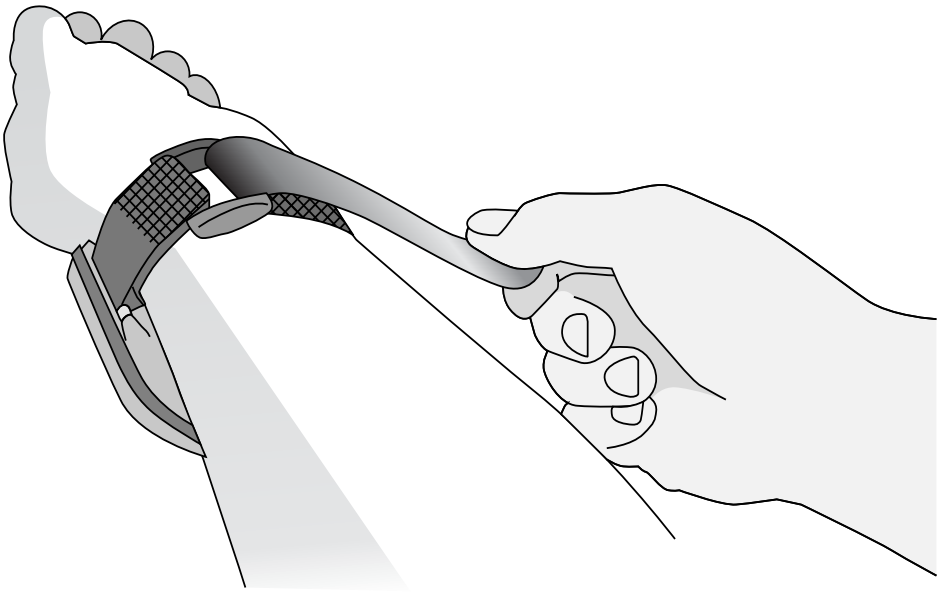
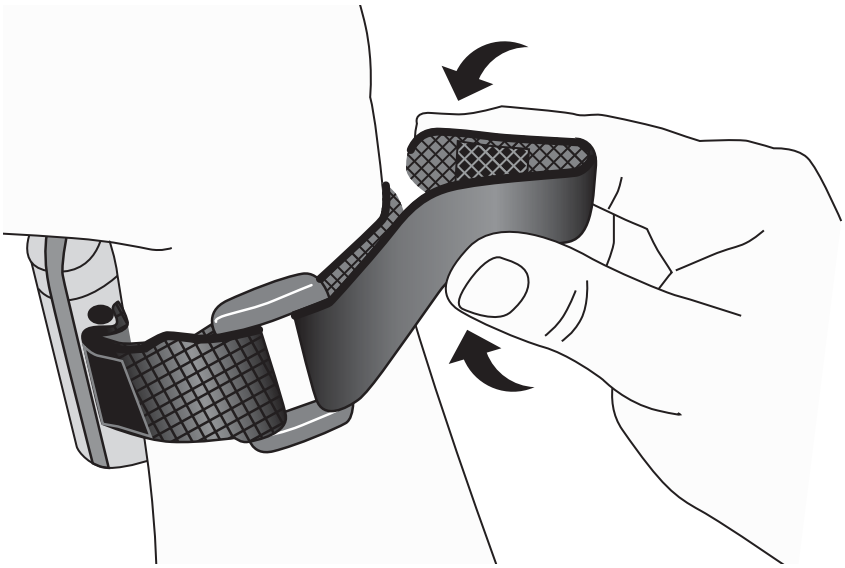
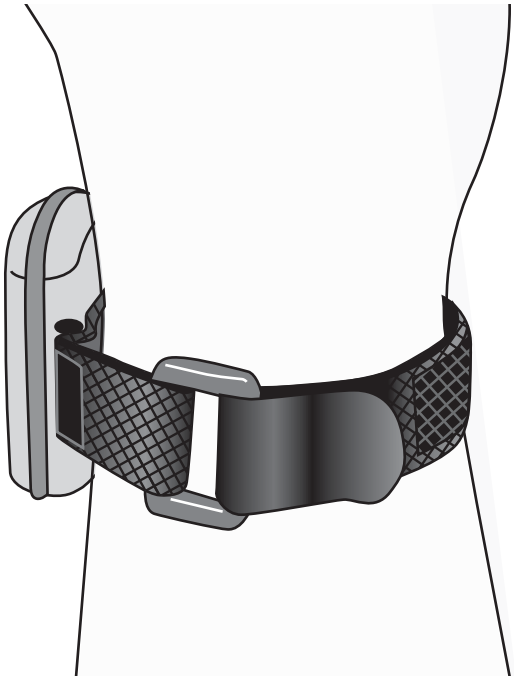

Figura 14: Allacciare il cinturino
Figura 15: Uso del fermo rettangolare
Figura 16: Uso del fermo quadrato
4. Ripiegare il cinturino all'indietro, sopra l'anello di plastica (figura 14) e applicare il fermo al cinturino (figura 15 o figura 16). La circonferenza del polso determina quale fermo usare.
NOTA: Quando si usa il fermo rettangolare, l'estremità del cinturino può essere accorciata. A tal fine, piegare l'estremità del cinturino in modo che il fermo quadrato si attacchi al cinturino stesso (figura 15).